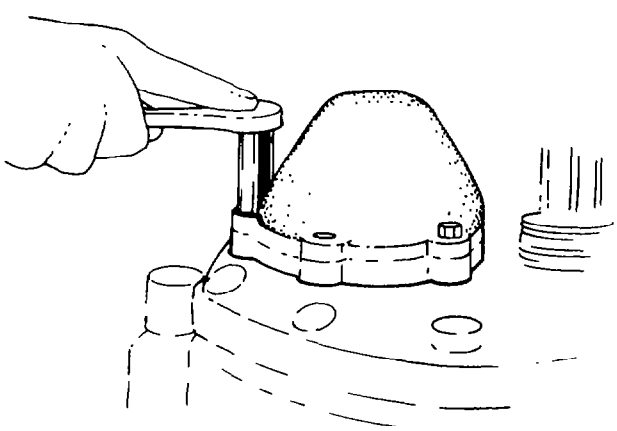

Fig. 218 — Removing Front Drive Shaft Bearing Cover
d. Remove the front drive shaft bearing cover, then remove the bearing retaining bolt and clamp plate (see fig. 218).